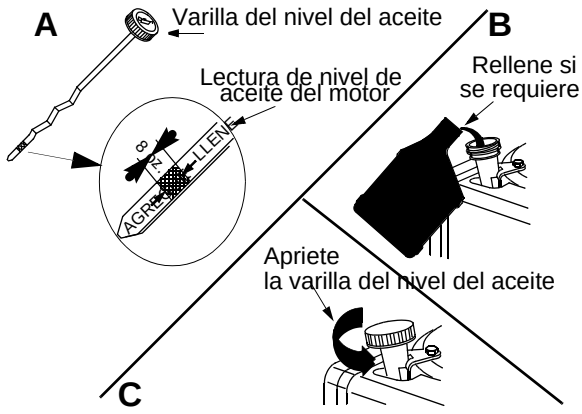

Figura 8
2. Con el motor ubicado en suelo parejo, el aceite debe estar en la marca FULL (lleno) de la varilla del nivel de aceite. Ver Figura 8 .